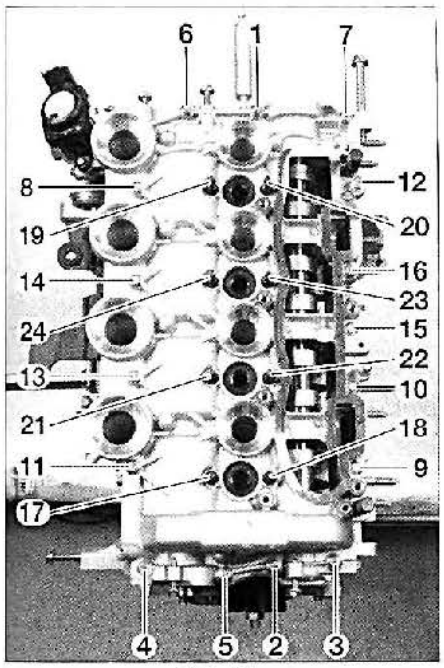

FIG. 49
- los tornillos de fijaciones del cárter superior de apoyos de ejes de levas en el orden indicado **(fig. 49)**.